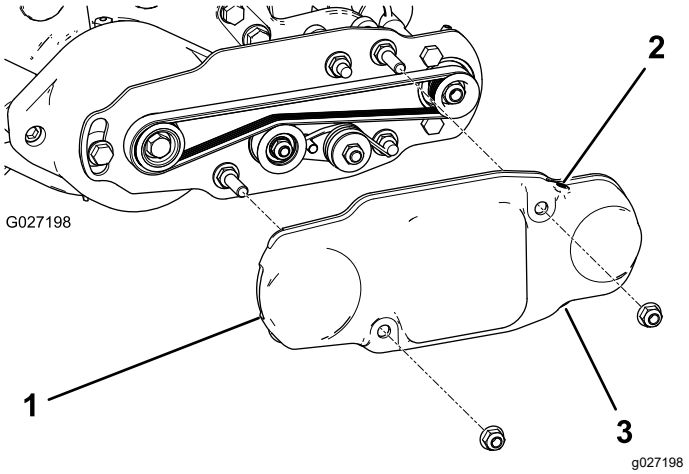

Рисунок 19
2. Наденьте кожух ремня на монтажные болты и закрепите его двумя фланцевыми гайками (Рисунок 19).